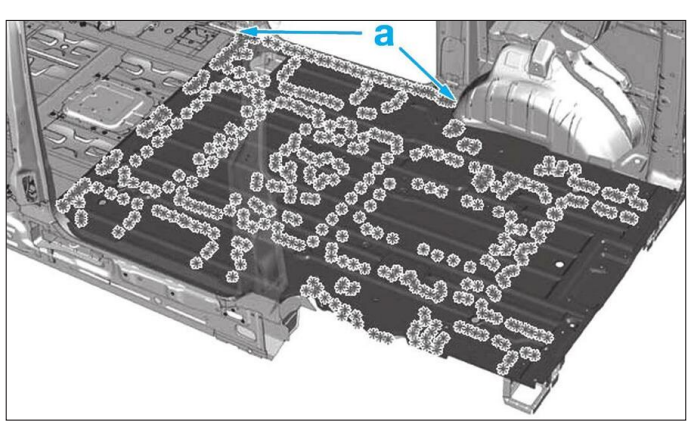

**FIG. 90**
• Tracer puis découper en (a) la tôle de recouvrement intérieur (opération symétrique) **(Fig.90)**.